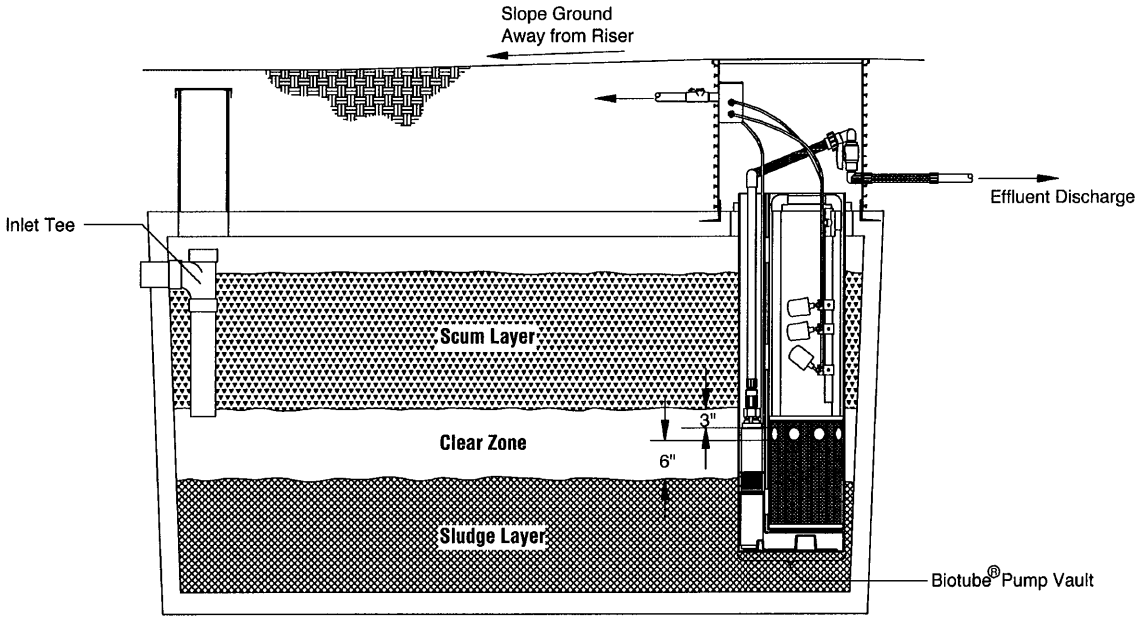

Figure 1
2. ***Measuring the sludge layer.*** Using a sludge judge or similar tool, measure the thickness of the sludge layer. With this measurement, determine if the distance from the top surface of the sludge to the bottom of the outlet tee is 6" or less. If so, again, it's time to pump out the contents from the tank (scum, sludge, and liquid completely). If the tank is fitted with a pump vault or effluent filter discharge assembly, measurement will be from top surface of the sludge layer to the bottom of the vault's inlet ports (see Figure 1). After removing the septage contents from the tank, refill it with water to its normal operating level.